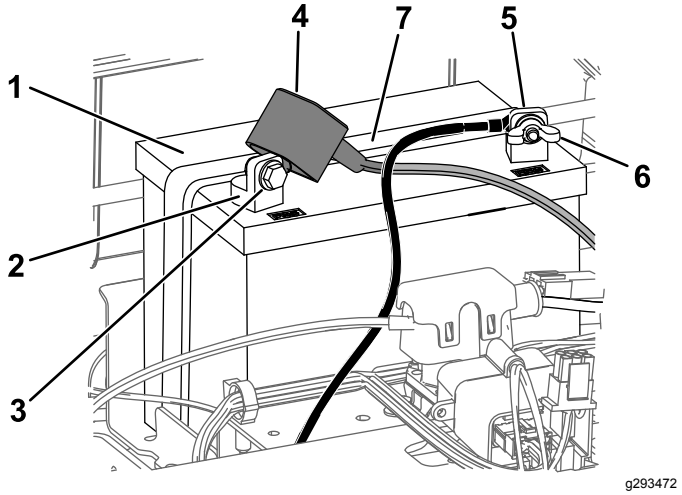

Figur 47
4. Koble den negative (svarte) grunnkabelen fra batteripolen (Figur 47).
6. Koble den positive (røde) grunnkabelen fra batteripolen (Figur 47).
7. Fjern batteriholderen (Figur 47) og ta ut batteriet.
1. Still batteriet i holderen (Figur 47).
5. Fest batteriet med tilholderen (Figur 47).